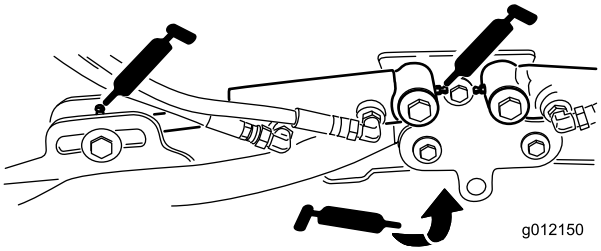

Figuur 46
- Cilinders van hefarm van maaidek (2 elk) (Figuur 46)
- Draaipunten van hefarm (1 elk) (Figuur 46)